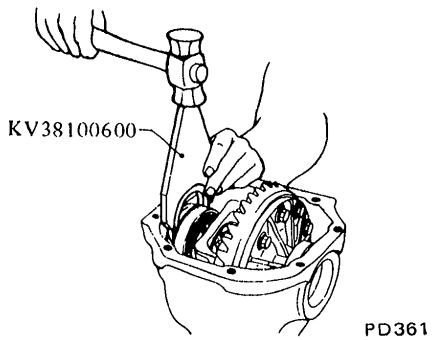

Fig. PD-58 Driving spacer into place
4. Drive in side bearing spacer between R.H. washer and housing with Side Bearing Spacer Drift KV38100600. See Figure PD-58. If too great or too small a driving force is required, check to be sure that calculation and side bearing width are correct.